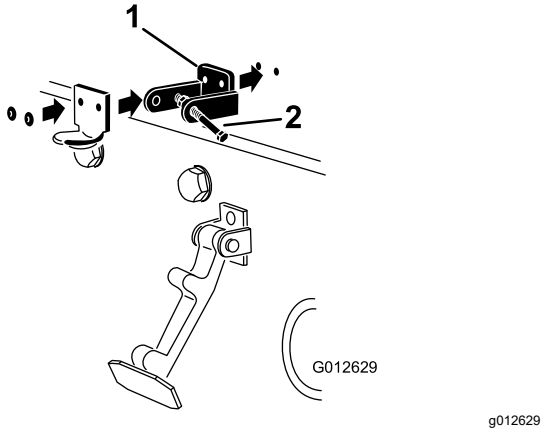

Figur 5
4. Plasser CE-låsebraketten og panserlåsbraketten på panseret på linje med monteringshullene (Figur 5).
6. Nagle brakettene og skivene til panseret (Figur 5).